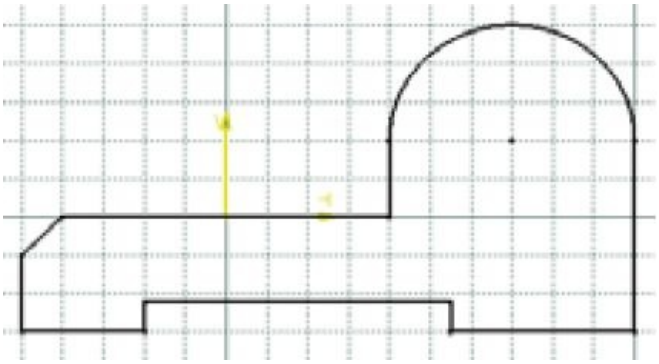

Figure 2-52 *The completed outer loop of the sketch*
b. Draw the sketch of the model using the **Line**, **Arc**, and **Circle** tools, refer to Figures 2-52 and 2-53.
22. Choose the **Fit All In** button from the **View** toolbar to fit the current sketch into the screen. The completed outer loop of the sketch is shown in Figure 2-52. Note that in this figure, the display of constraints and dimensions is turned off using the **Hide/Show** tool for clarity.